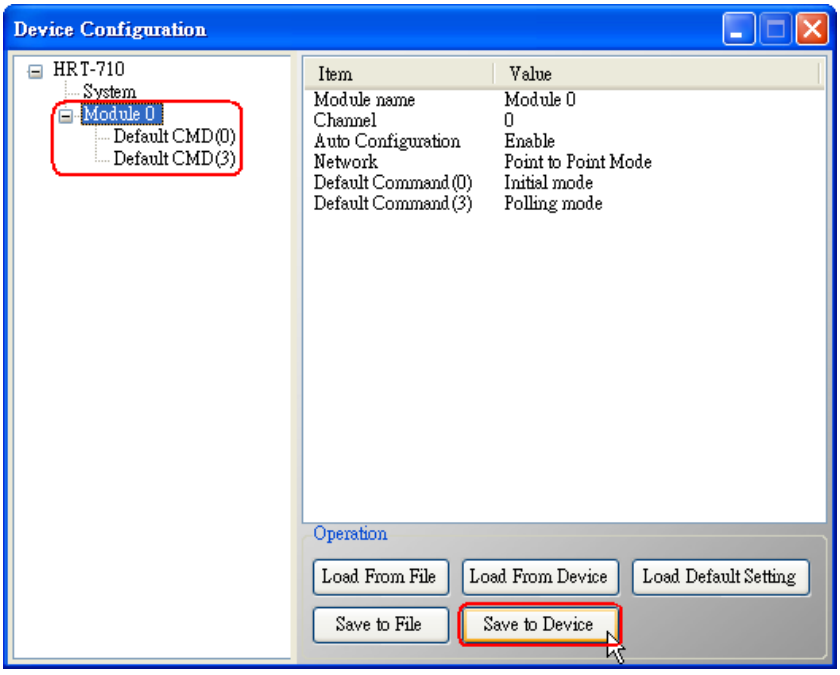

Figure 1-5 “Save to Device” function
(1) Click the “Save to Device” button to save the new HART device setting to HRT-710 like Figure 1-5.